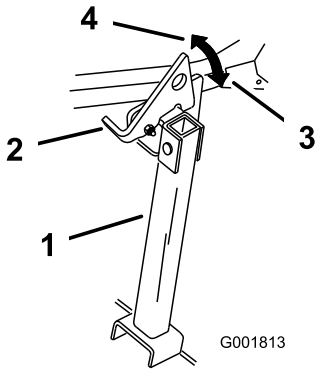

Figur 36
2. Lyft upp spärrhaken i fritt läge (Figur 36).